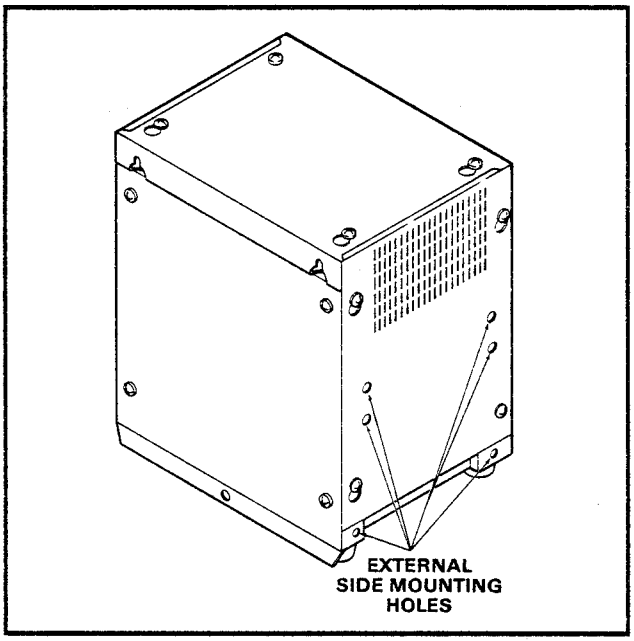

FIGURE 7 — MOUNTING EXTERNAL MODULE ON HKSU
05.02 Although different in size, all five external modules are mounted in the same manner (HOXB, HSMB and HTIB may be mounted to the sides of the HKSU or on a wall; HDCB and HOLB mount on the wall only). The ***Strata XX$_e$*** HKSU can accommodate up to two external modules mounted on each side, while the ***Strata XII$_e$*** HKSU can have two external modules on one side and one on the other. Refer to Figures 7 and 8 and perform the following: